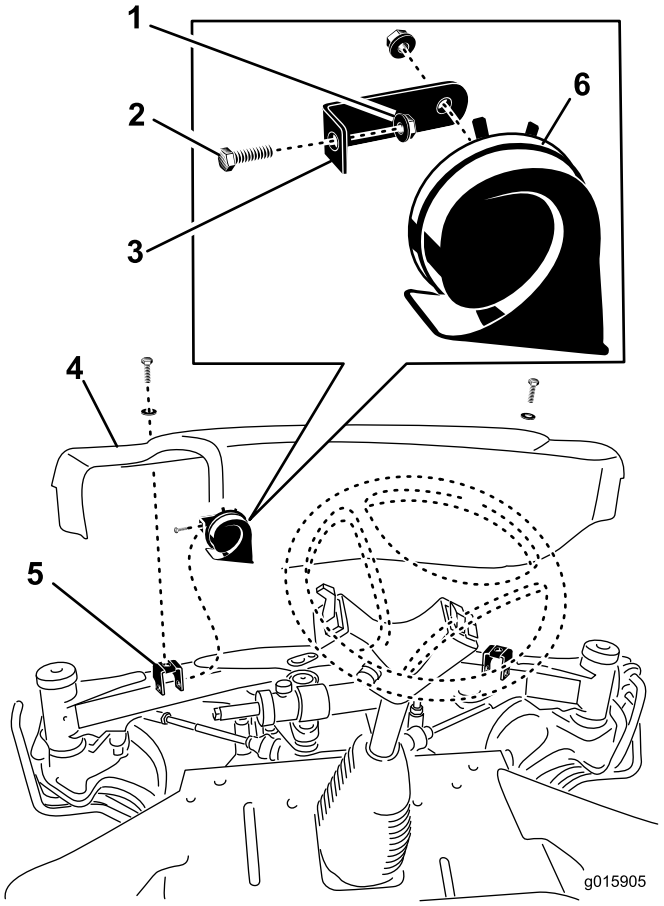

Figura 8
1. Retire os (2) parafusos e anilhas que prendem a cobertura frontal aos suportes do eixo frontal (Figura 8). Retire a cobertura frontal.
2. Monte o suporte da buzina no suporte de montagem da cobertura esquerda com o parafuso de 5/16 x 3/4 pol. e porca flangeada 5/16 pol. (Figura 8).
4. Depois de a cablagem estar ligada à buzina, monte a cobertura frontal no eixo frontal com os (2) parafusos previamente removidos.